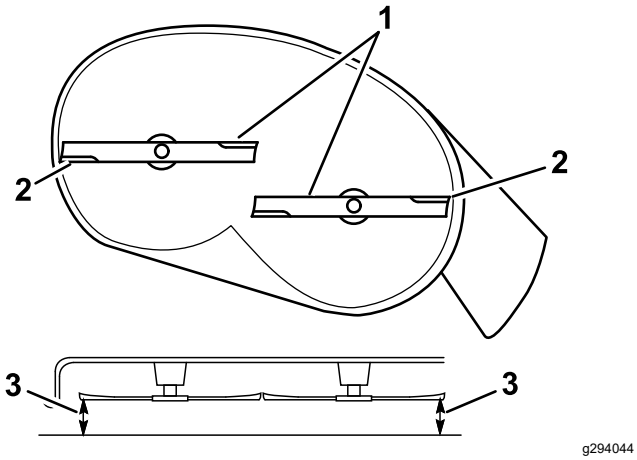

Figuur 65
5. Meet de afstand tussen de buitenste snijranden en de vlakke ondergrond (Figuur 65).